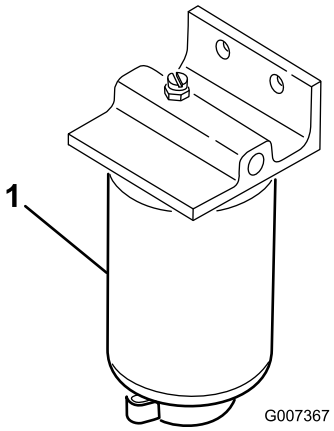

**Bild 38**
1. Stellen Sie einen sauberen Behälter unter den Kraftstofffilter (Bild 38).
2. Reinigen Sie den Anbaubereich der Filterbefestigungen (Bild 38).